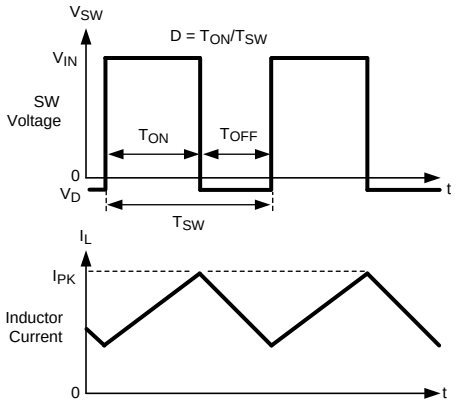

Figure 14. Typical Waveforms
The following operating description of the LMR10515 refers to *Functional Block Diagram* and to the waveforms in Figure 14. The LMR10515 supplies a regulated output voltage by switching the internal PMOS control switch at constant frequency and variable duty cycle. A switching cycle begins at the falling edge of the reset pulse generated by the internal oscillator. When this pulse goes low, the output control logic turns on the internal PMOS control switch. During this on-time, the SW pin voltage (V_{SW}) swings up to approximately V_{IN}, and the inductor current (I_L) increases with a linear slope. I_L is measured by the current sense amplifier, which generates an output proportional to the switch current. The sense signal is summed with the regulator's corrective ramp and compared to the error amplifier's output, which is proportional to the difference between the feedback voltage and V_{REF}. When the PWM comparator output goes high, the output switch turns off until the next switching cycle begins. During the switch off-time, inductor current discharges through the Schottky catch diode, which forces the SW pin to swing below ground by the forward voltage (V_D) of the Schottky catch diode. The regulator loop adjusts the duty cycle (D) to maintain a constant output voltage.